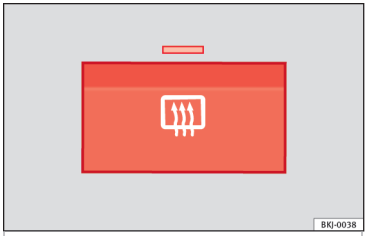

**Fig. 152** With the air conditioning controls: heated rear window switch.
– Press the demisting button »» **Fig. 152**